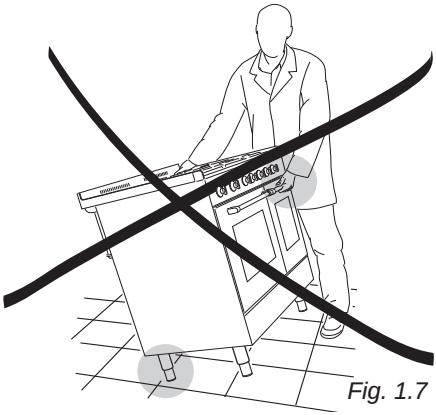

*Fig. 1.7*
**Be careful: do not lift the cooker by the door handle when raising to the upright position (fig. 1.7).**